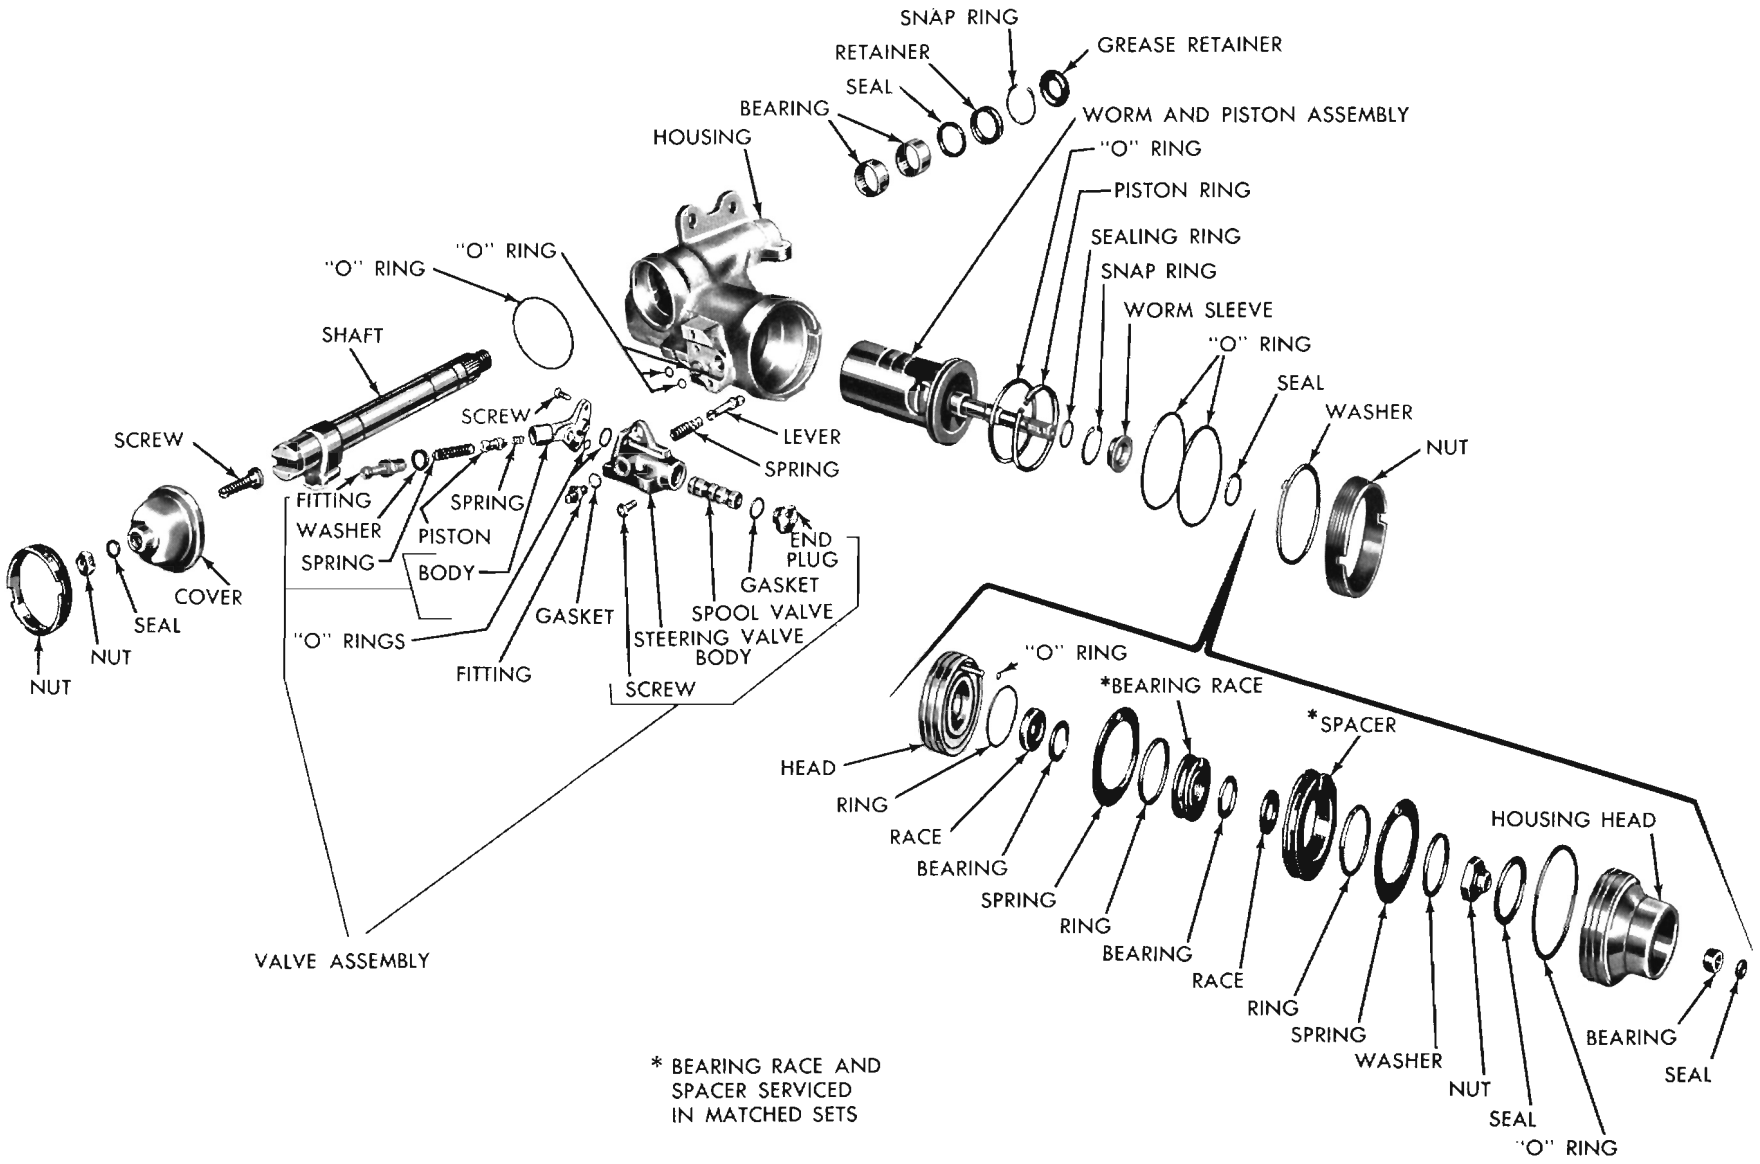
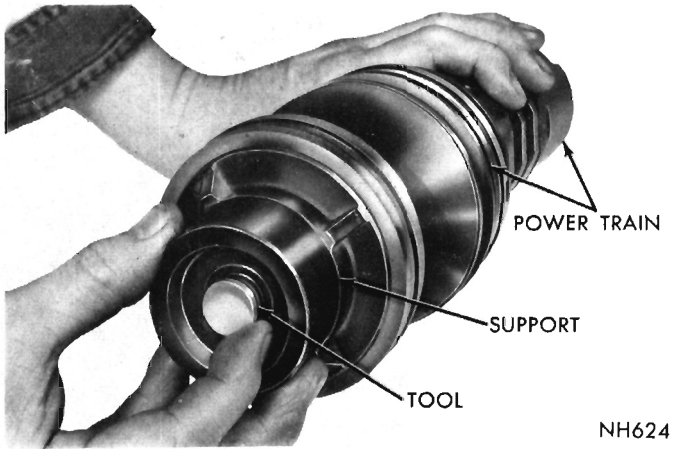

Fig. 13—Steering Gear Disassembled View
Fig. 14—Retaining Bearing Rollers with Arbor Tool
(10) Place power train vertically in a vise equipped with soft jaws to avoid damaging piston assembly. See Fig. 13 for parts identification. **The 33 worm bearing needle rollers will fall out when housing head is removed from wormshaft. Use arbor Tool C-3929 (Fig. 14) to hold rollers in position when housing head is removed.**
(11) Raise housing head until wormshaft oil seal just clears top of wormshaft and position arbor tool C-3929 on top of wormshaft and into oil seal. With arbor in position pull up on housing head until arbor is positioned in bearing. Remove housing head and
(28) Place piston assembly in a vertical position (wormshaft up) in a vise equipped with soft jaws.
(29) Inspect cylinder head ferrule oil passage for obstructions and the lands for burrs, then lubricate the two large "O" rings and install them in the cylinder head grooves (Fig. 13).